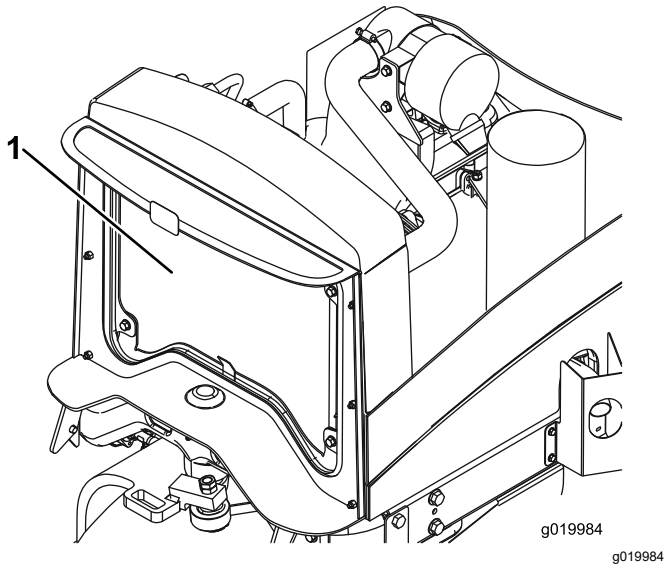

**Figuur 61**
2. Reinig beide zijden van de oliekoeler/radiateur grondig met perslucht (Figuur 61).